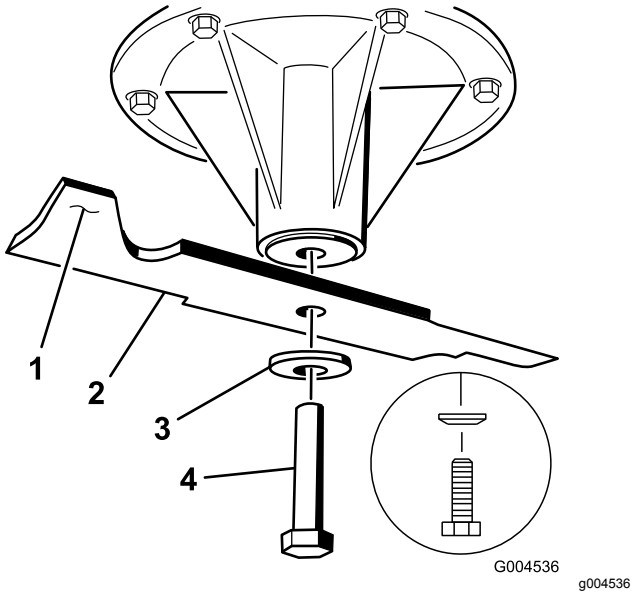

Figur 101
2. Fjern skæreknivsbolten, den buede spændeskive og skærekniven fra spindelakslen (Figur 101).
3. Hvis kniven ikke er afbalanceret, skal der slibes lidt mere metal af sejlområdet (Figur 101).